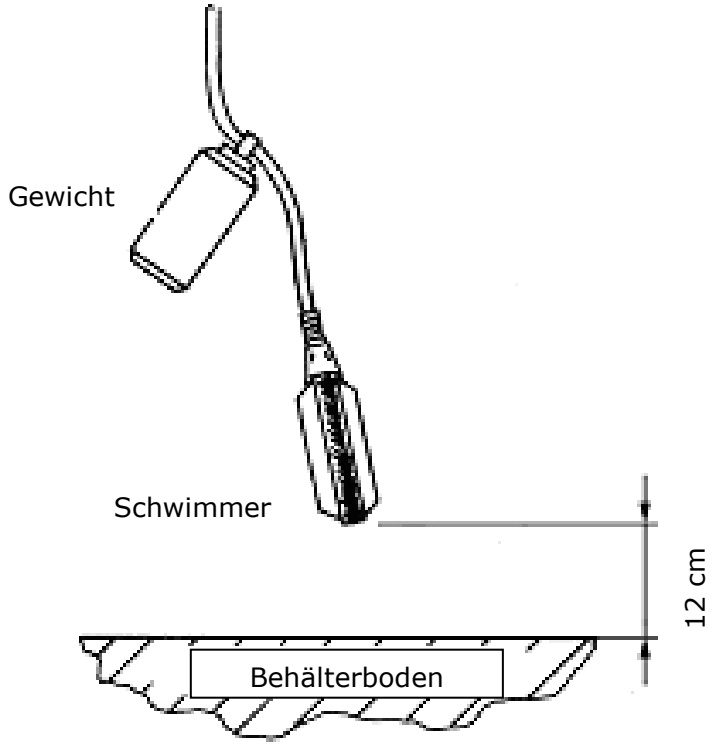

Bild 6
Das Schwimmerschalterkabel im Auffangbehälter so befestigen, dass der Schwimmer im hängenden Zustand noch 12 cm über dem Behälterboden hängt, siehe Bild 6.
- Schwimmerschalter so weit hoch ziehen, bis der Abstand zwischen Schwimmer und Behälterboden **12 cm** beträgt, siehe Bild 6.